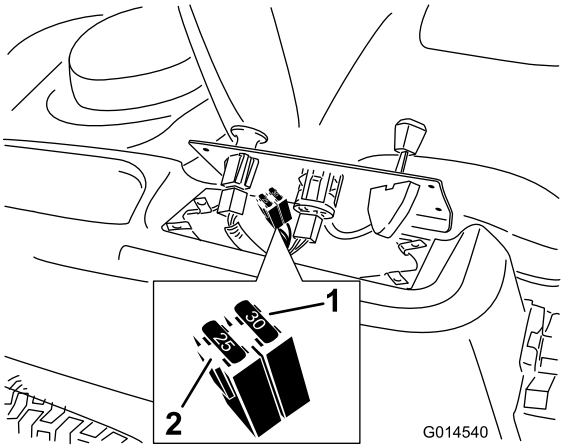

Figuur 44
2. Breng het bedieningspaneel omhoog om toegang te krijgen tot de hoofdkabelboom en het zekeringenblok (Figuur 44).
3. Om een zekering te vervangen, trekt u de zekering omhoog (Figuur 44).